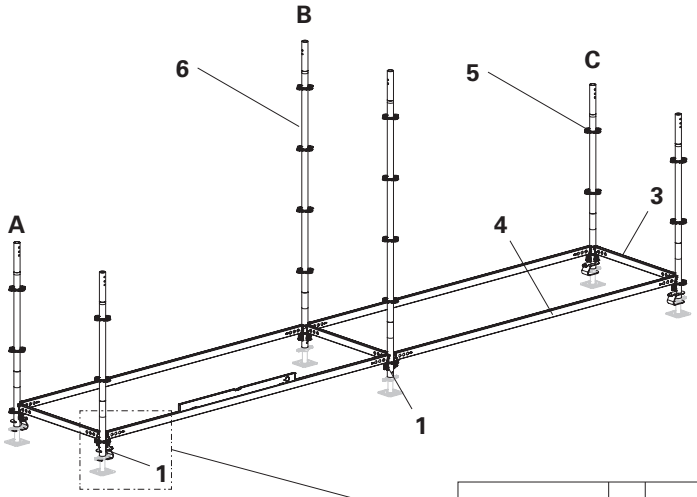
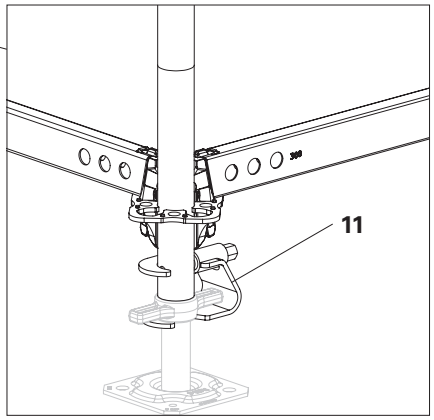

Fig. A1.02
Fig. A1.02a
– In the case of a span of 6 m: Fit the Top Standards UVH-2 100 (**5**) onto the edge frame columns **(A + C**). (Fig. A1.02)
5. Securely fix the wedges of Horizontal Ledgers UH-2 (**3+ 4**) in position with a jarring blow using a hammer. (Fig. A1.02 + Fig. A1.02a)